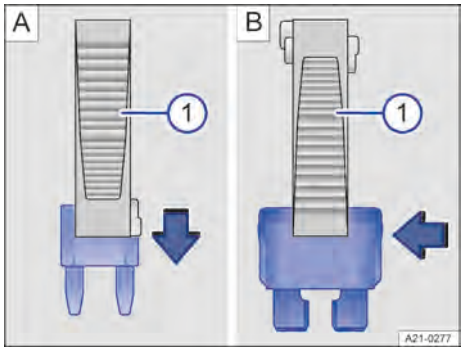

Bilde 185 Eksempel på sikring som trekkes ut eller settes inn.
1. Ta eventuelt plasttangen → Bilde 185 ① ut av sikringsboksdekslet.
2. Skyv plasttangklemmen som passer sikringstypen, på sikringen ovenfra → Bilde 185 Ⓐ eller fra siden → Bilde 185 Ⓑ.